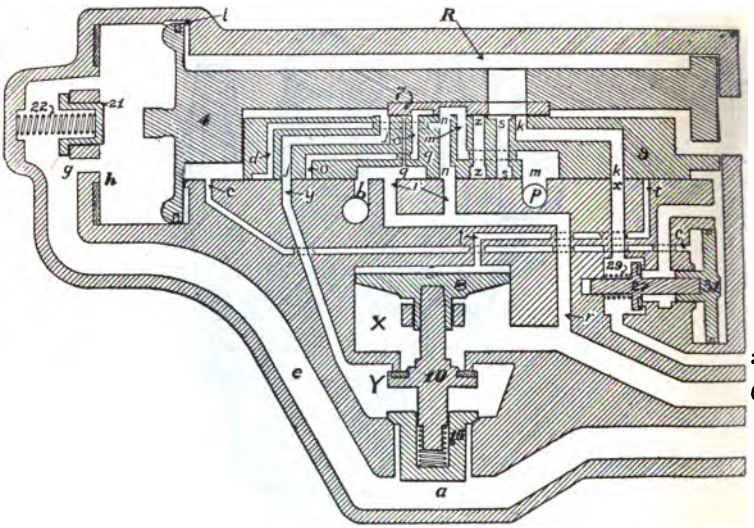
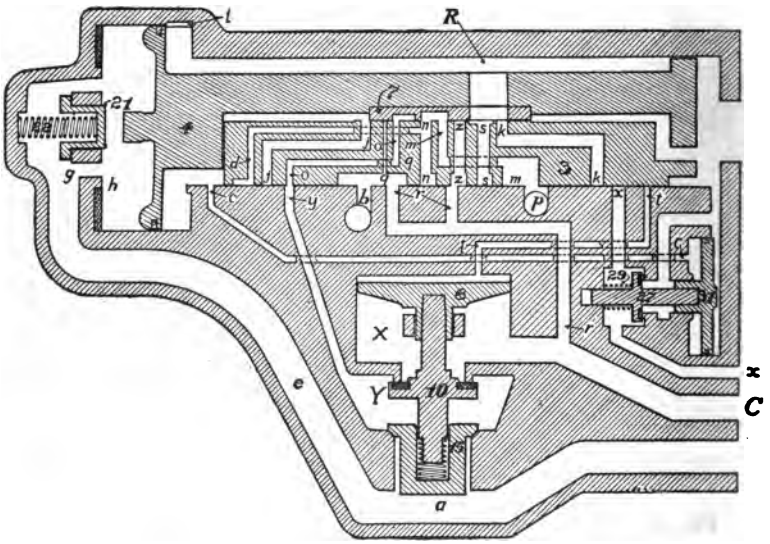
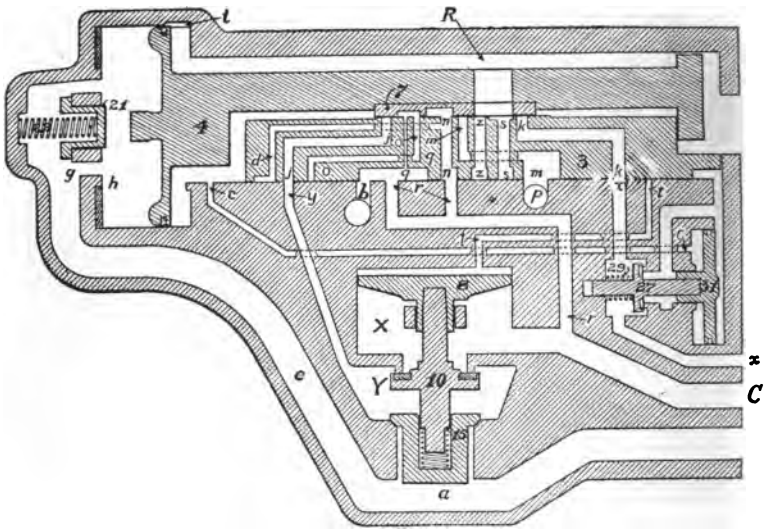

FIG. 21.—DIAGRAM OF TYPE L TRIPLE VALVE RELEASE AND CHARGING POSITION.
FIG. 23.—DIAGRAM OF TYPE L TRIPLE VALVE. SERVICE-LAP POSITION.
FIG. 25.—DIAGRAM OF TYPE L TRIPLE VALVE. RELEASE-LAP POSITION.
Q. What are Figs. 21 to 26.
A. Referring to Fig. 21, the brake pipe connects with passage *a;* passage *C* connects with the brake cylinder; port
valve as shown in Fig. 23. In this position, both port *z* and the small port connecting with cavity *q* are closed by the graduating valve, so that no more air can flow to the brake-cylinder from either the auxiliary reservoir or the brake pipe.
A. The increase of brake-pipe pressure causes the pressure in cylinder *h* on the left of the piston to increase, forcing piston, slide valve and graduating valve to the position shown in Fig. 21. Port *r* in the seat connects through port *n* in the slide valve, the cavity in the graduating valve, port *m* in the slide valve, with port *p* in the seat, the latter connecting with the exhaust. Thus brake-cylinder pressure can escape to the atmosphere. At the same time the auxiliary reservoir is recharged through the feed groove *i*, and through the quick-recharge ports *y* and *j*. It is also helped to recharge by the volume of air which has been bottled up in the supplementary reservoir during the service application, which now connects
A. Let us assume that the brakes were applied by a 15-pound reduction, or that brake-pipe pressure was reduced from 110 to 95 pounds. Referring to Fig. 23, Service-Lap position; the pressure in cylinder *h* on the left of the piston is 95 pounds, while that in chamber *R* and the auxiliary reservoir is slightly less, say 94 pounds, and the pressure in port *x* and the supplementary reservoir is still 110 pounds. To partally release the brakes the engineer partially reinstates brake-pipe pressure. We will say that he raises it from 95 to 100 pounds. As soon as the pressure in cylinder *h* rises a little, it moves the piston, slide valve and graduating valve to the release position as shown in Fig. 21. The pressure in cylinder *h* is now 100 pounds the auxiliary-reservoir pressure feeds up through feed groove *i* and ports *y*, *j* and *x* to 100 pounds. But the large volume of air in the supplementary reservoir is still only slightly below 110 pounds; it therefore tends to raise the pressure in chamber *R* above 100 pounds by air flowing in through port *x*. As soon as this pressure gets a little above 100 pounds, it moves the piston and graduating valve again to the left until the piston strikes the slide valve, as shown in Fig. 25. Feed groove *i*, ports *j* and *x* are now closed, preventing the auxiliary-reservoir pressure from rising any higher; at the same time port *m* is closed, which stops the exhaust of brake-cylinder air through ports *n*, *m* and *p* to the atmosphere; consequently only a part
Q. What is the position just described, and shown in Fig. 25 called?